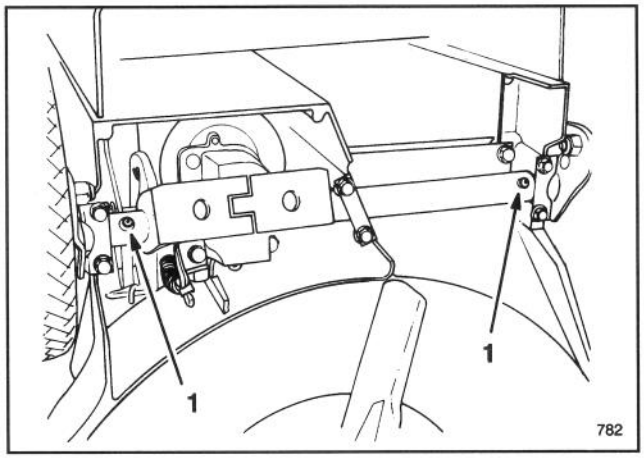

Afbeelding 24
3. Zet de maaier op de hoogste maaistand (E).
4. Leg de maaier op zijn linker kant. Veeg de smeerpunten met een schone doek af (Afb. 24). Zet de vetspuit op de punten en pomp twee à drie maal zachtjes. Gebruik #2 Multi Purpose Lithium Base smeerolie.